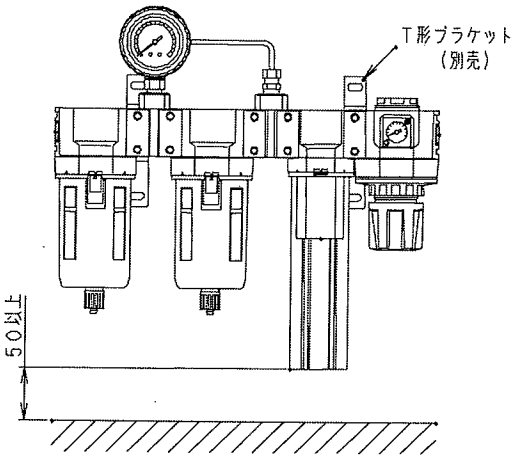

図 4
2) スーパードライヤの前後にフィルタやレギュレータをモジュラー接続する場合は、C 形ブラケットによる取付はできません。T 形ブラケット (B310, B410) を使用して取付けてください。(図 4 参照)